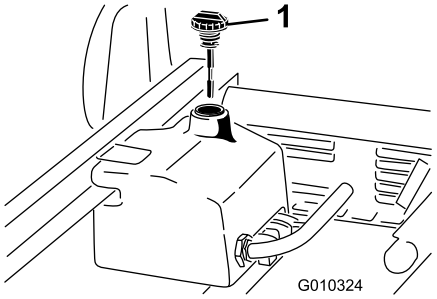

Figuur 19
1. Reinig het gebied rond de vulbuis en de dop van de hydraulische tank (Figuur 19). Verwijder de dop van de vulbuis.
2. Verwijder de peilstok (Figuur 19) uit de vulbuis en veeg deze af met een schone doek. Steek de peilstok in de vulbuis. Verwijder deze daarna en controleer het vloeistofpeil. Het vloeistofpeil moet zich tussen de twee markeringen op de peilstok bevinden.